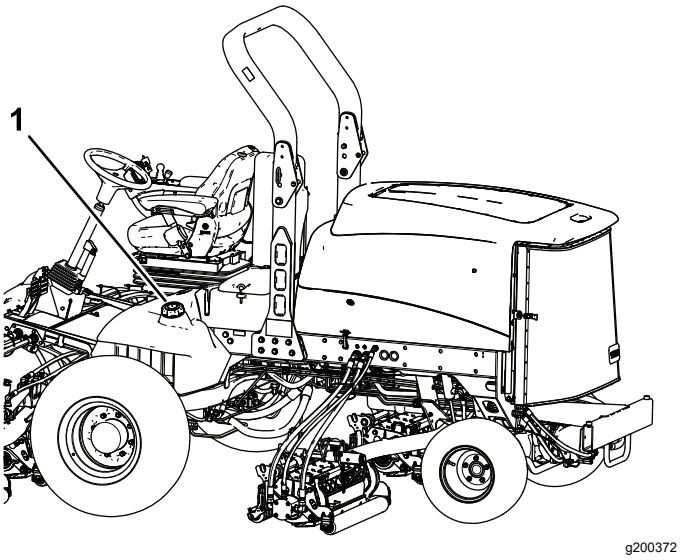

Figur 34
3. Ta bort locket från bränsletanken (Figur 34).